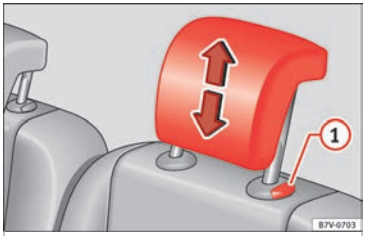

Fig. 154 Fitting the head restraints in the second or third row of seats
- Pull out the head restraint ››› Fig. 154 ① with the button pressed.